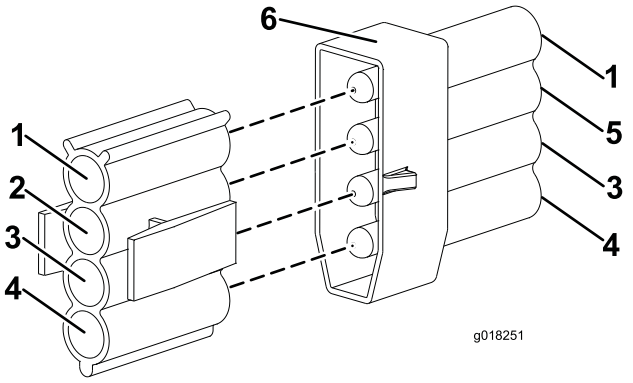

Figure 13
12. Branchez le connecteur du faisceau de câblage de la machine avec le fil VERT/BLANC au connecteur du bloc optique gauche. (Figure 13).